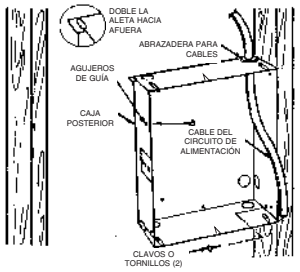

Figura 1
1. Determine cuál de los lados de la caja posterior va a montarse contra un travesaño, y doble las aletas de los ángulos posteriores 90º hacia afuera, de manera que la caja quede escuadrada con el travesaño después de la instalación. (Vea la Figura 1).
3. Posicione la caja posterior contra un lado de los travesaños, y asegúrela mediante clavos o tornillos, como se muestra en la Figura 1.
NOTA: en los lados de la caja posterior se han provisto agujeros de guía para tornillos para chapa n.º 8. Después de haber terminado la pared o el cielorraso, inserte un tornillo para chapa M4 (n.º 8) (longitud recomendada: 1" / 25 mm) a través del lado de la caja que no está montado en el travesaño. Esto impedirá que la caja salga hacia afuera cuando se instale el conjunto de calefactor. (Vea la Figura 1).